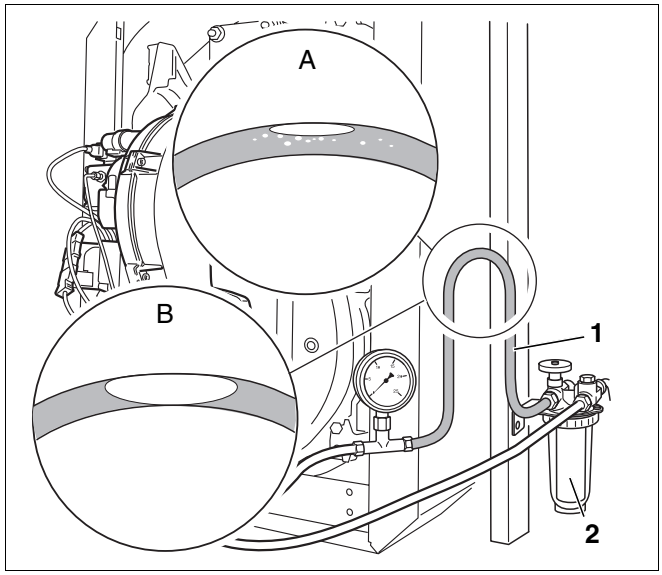

Abb. 79 Transparenten Schlauch hochbinden (Prinzipdarstellung)
- Transparenten Schlauch (Abb. 79, **Pos. 1**) in die Saugleitung hinter dem Ölfilter (Abb. 79, **Pos. 2**) einbauen.
- Eine Schlaufe des transparenten Schlauchs in der gezeigten Weise (Abb. 79) hochbinden.
- Sichtkontrolle der sich ansammelnden Luftmenge (Abb. 79, **Lupe A** und **B**) durchführen.
Wenn sich lediglich eine geringe Luftmenge an der höchsten Stelle der Schlaufe (Abb. 79, **Lupe A**) sammelt, ist die Ölleitung ausreichend dicht.
Bei größeren Luftblasen (Abb. 79, **Lupe B**) sind die Saugleitung und/oder die Anschlüsse undicht.